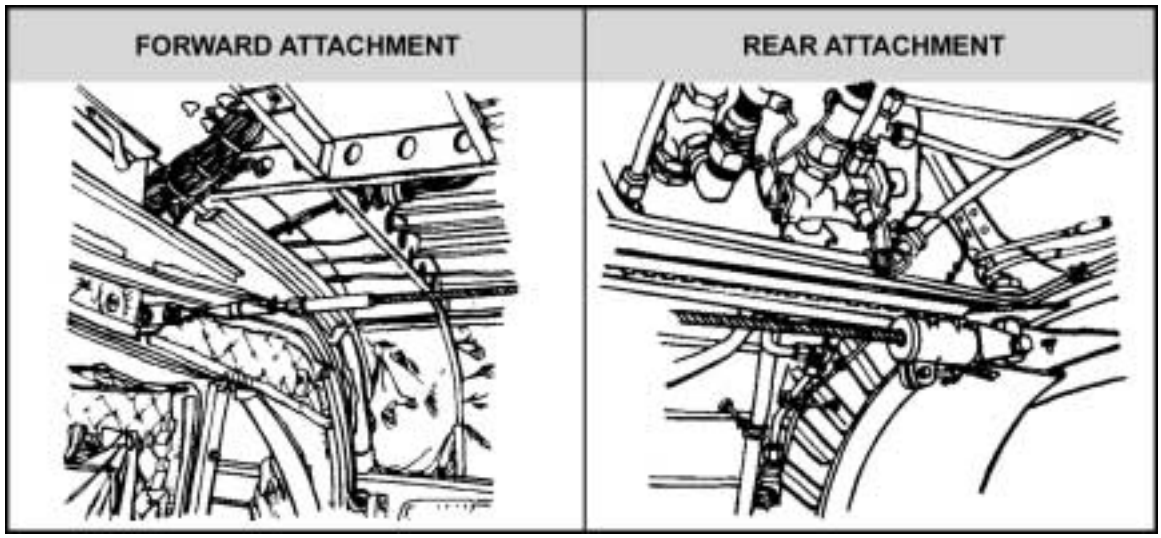

Figure 17-19. CH-47 anchor line cable attachment.
(1) Install safety belts for each parachutist and extend all the way out to ensure positive hookup while seated.
(2) Secure the permanently installed anchor line cable to the attachment points on the starboard side of the aircraft (Figure 17-19).
(3) Incline the ramp for personnel parachute drops during flight.